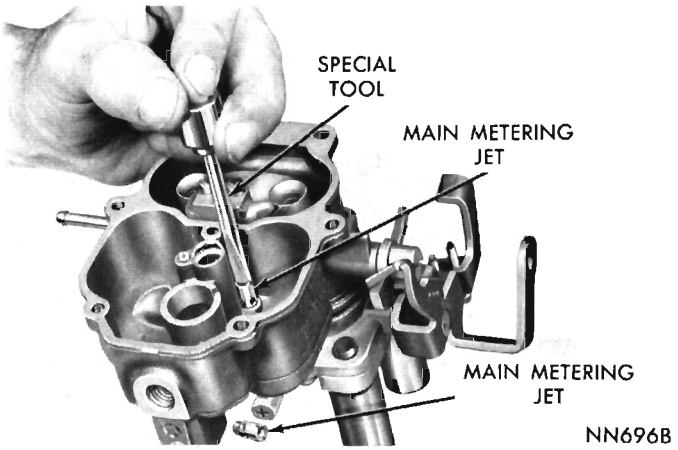

Fig. 5—Removing or Installing Main Metering Jets
(12) Remove main metering jets, (Fig. 5).